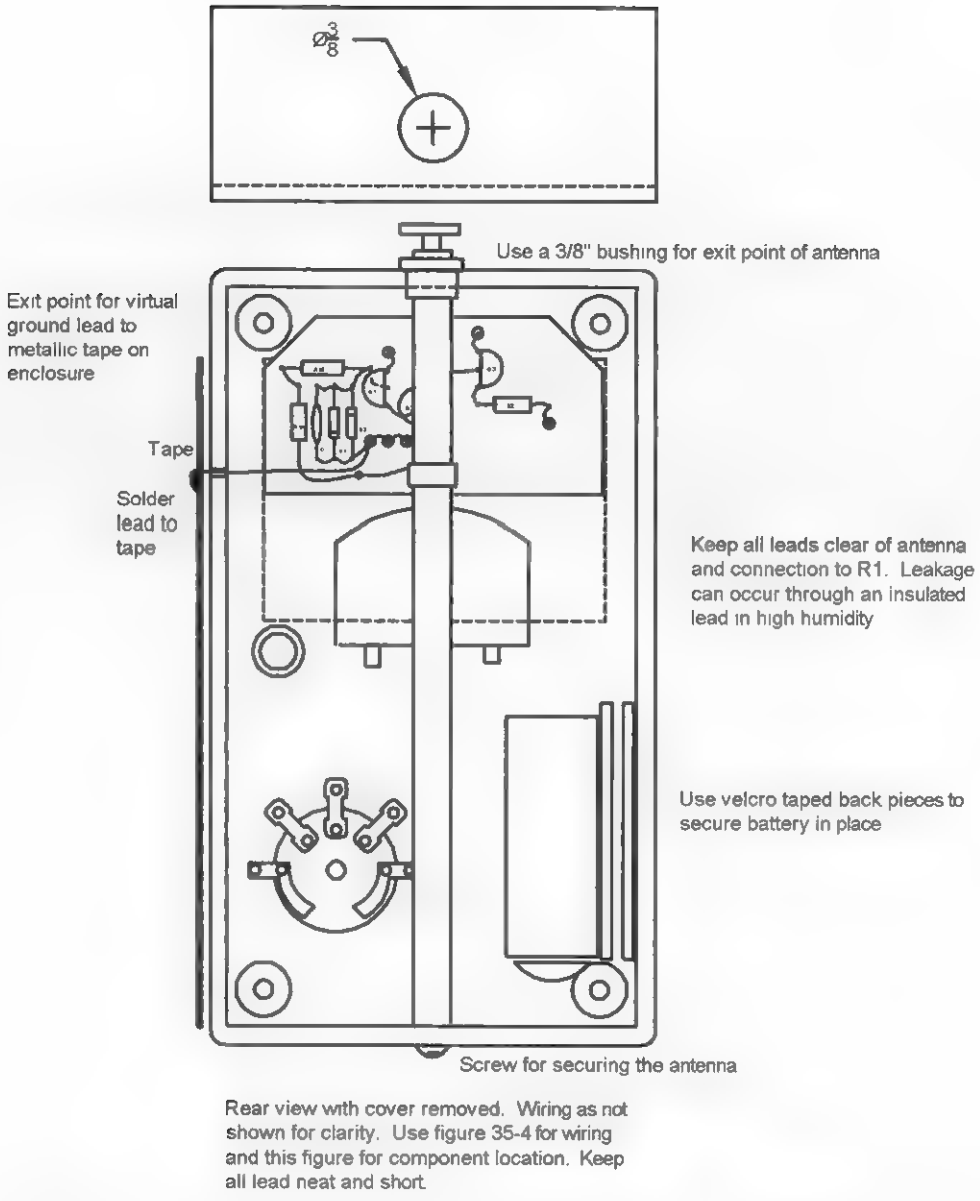

Figure 38-5 *Final assembly*
5. Create the plastic case, as shown in Figure 38-5. Note the 1-inch meter hole centered and located approximately 1½ inch from the top as shown. Holes for the switches are centered and located 1 inch below the meter line. Location is not critical, but make sure everything is clear and fits together.